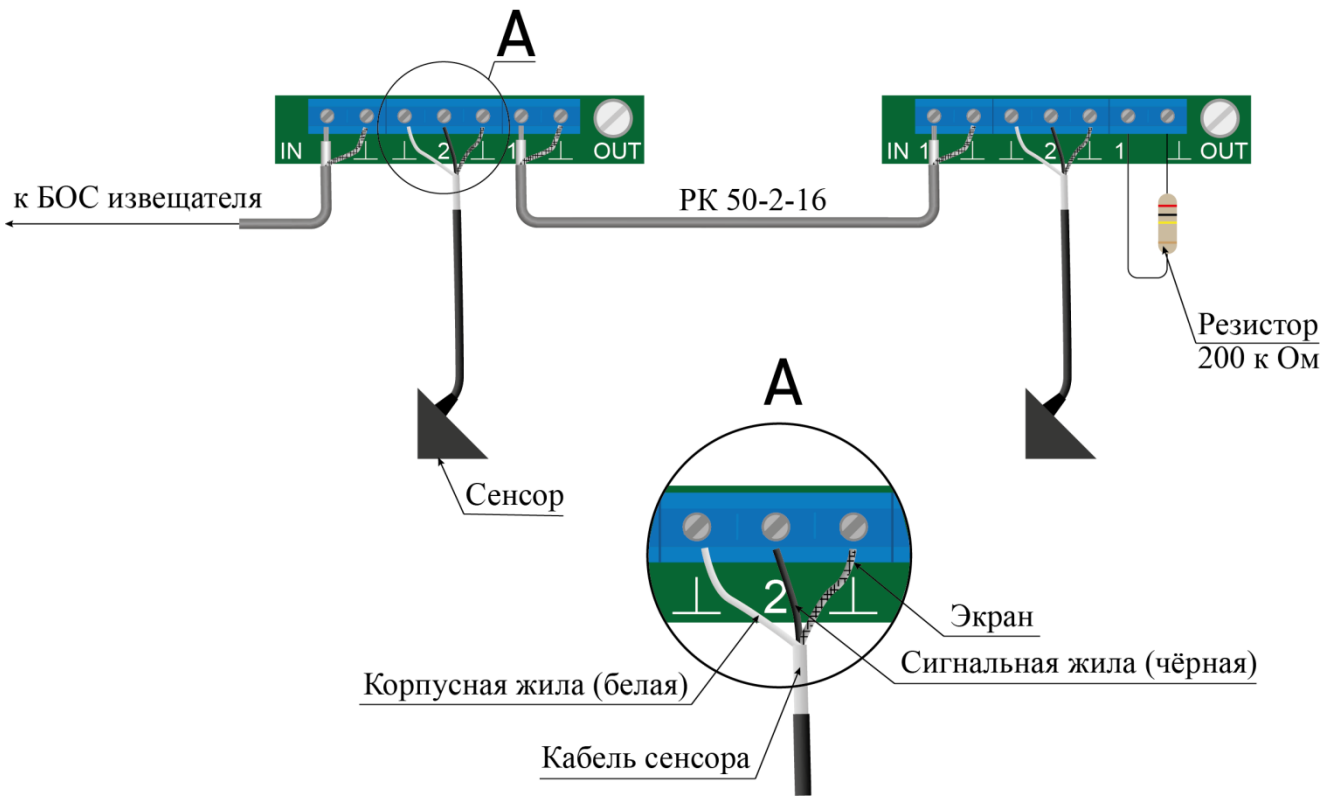

Рисунок 3.4
– центральную жилу кабеля соединительного РК 50-2-16, предназначенного для подключения к входу БОС, подключить к клемме «1 In», а экранирующую оплетку - к клемме «⊥» (рисунок 3.4);
– подключить сигнальную жилу кабеля сенсора (изоляция чёрного цвета) к клемме «2», вторую жилу (изоляция белого цвета) и экран кабеля сенсора подключить к двум крайним клеммам «⊥» (рисунок 3.4);
– центральную жилу кабеля соединительного РК, предназначенного для подключения к следующему РЧС-Т, подключить к клемме «1 Out», а экранирующую оплетку - к клемме «⊥» (рисунок 3.4);